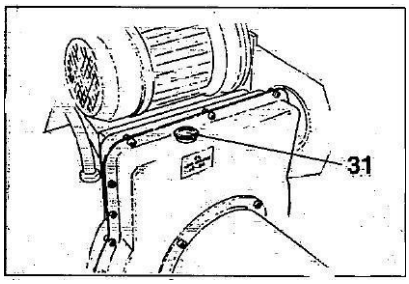

Рис. 8.4
4) Периодически проверяйте уровень масла в редукторе, чтобы при опускании и перемещении в конечное положение кронштейна держателя инструмента, трубчатый уровнемер на корпусе редуктора не показывал «пусто». При необходимости долейте Esso Spartan EP 320 или аналогичное масло (например, Agip F1 REP 237, BP GRX P 320, Chevron Gear Compound 320, Mobil Gear 632, Sellomala oil 320, Castrol Alpha SP 320). Отвинтите колпачок (31, рис.8.4), залейте масло, завинтите колпачок и снова заблокируйте его.